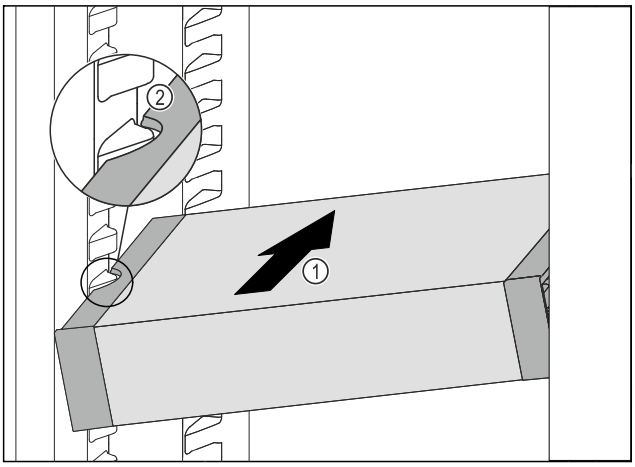

Fig. 163
▶ Insert the VarioSafe into the fridge section at an angle *Fig. 163 (1)* until the recesses in the side *Fig. 163 (2)* of the VarioSafe are at the level of the support rib in the fridge section.